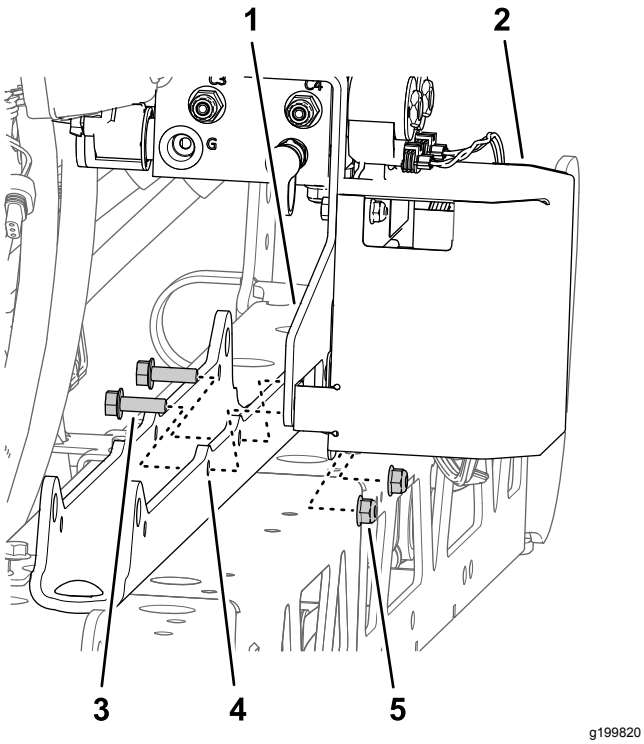

Rysunek 95
B. Zamocuj wspornik i wspornik regulatora termoelektrycznego do mocowania siłownika (Rysunek 95) używając 2 śrub kołnierzowych (5/16 x 1 cal) i 2 nakrętek kołnierzowych zabezpieczających (5/16 cala) odkręconych w kroku 1 procedury Demontaż rozdzielacza podnoszenia sekcji ze środkowej sekcji zraszania (Strona 22).